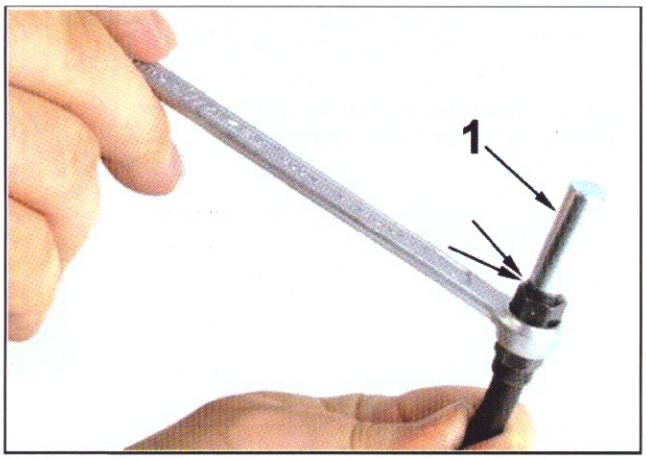

Abb. 6-3 Zweite Schraubhülse einrichten M-HTL-03 5d09
- Durch Verwendung des Lincoln Montagestutzens 1 (Abb. 6-3) und einem 12 mm Ringschlüssel ist die Schraubhülse entgegen dem Uhrzeigersinn soweit auf den Hochdruckschlauch zu drehen, bis der in die Schraubhülse eingesetzte Montagestutzen gerade beginnt, sich abzuheben.